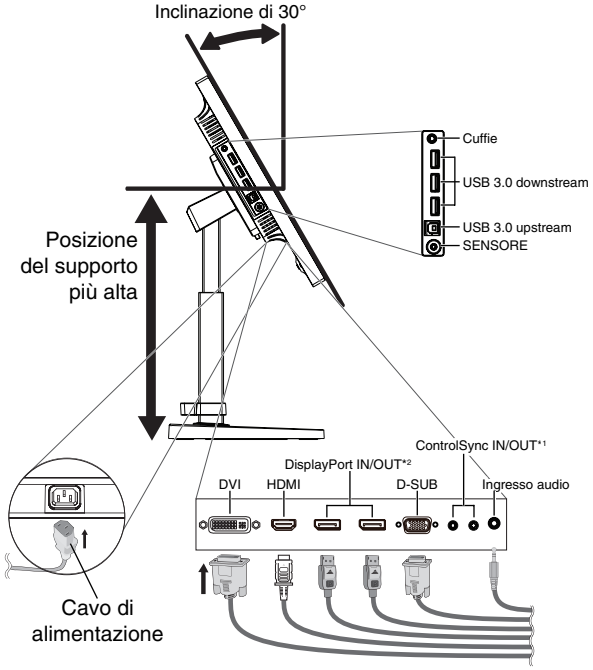
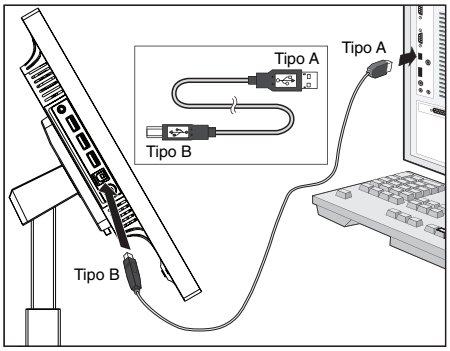

Figura C.1
Figura C.1a
4. Collegare tutti i cavi ai connettori appropriati (**Figura C.1**). Utilizzando il cavo USB, collegare il connettore tipo B alla porta a monte USB sul lato destro posteriore del monitor e il connettore tipo A alla porta a valle sul computer (**Figura C.1a**). Se si utilizza un cavo in uscita dal dispositivo USB, collegarlo alla porta downstream del monitor.
5. Quando si utilizza un sensore opzionale, collegare il cavo micro plug stereo al SENSORE (**Figura C.1**).